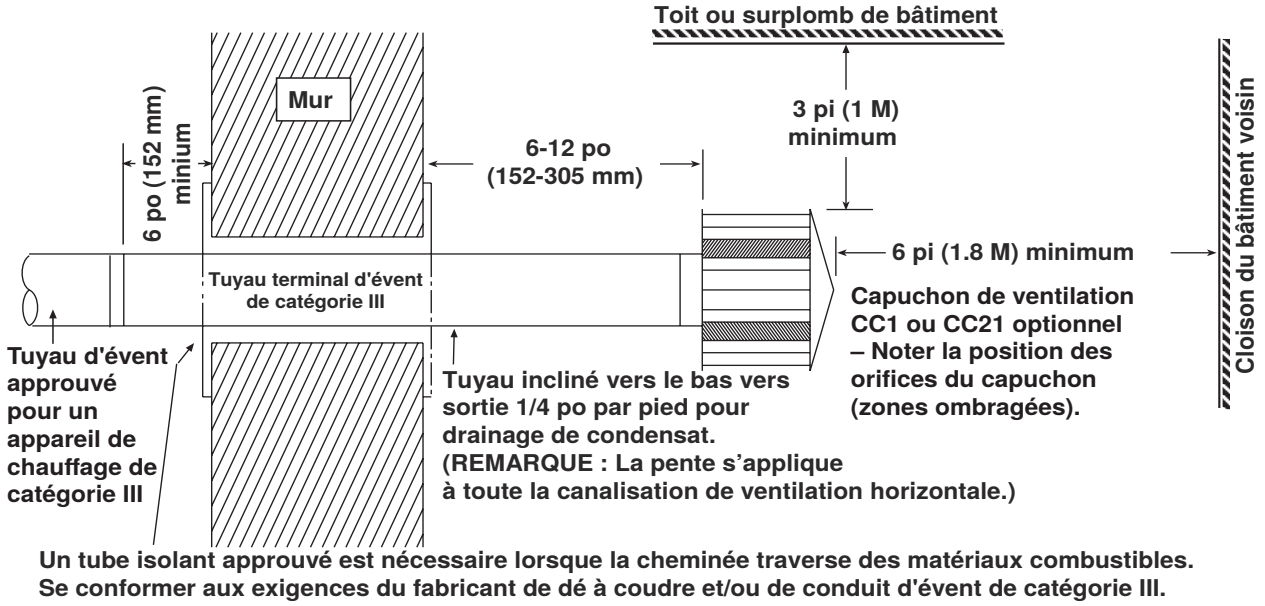

Figure 17. Terminal de ventilation horizontal (installations résidentielles)
b. Reportez-vous aux instructions illustrées à la **Figure 17** et au **Tableau 13** pour installer le terminal de ventilation horizontale.